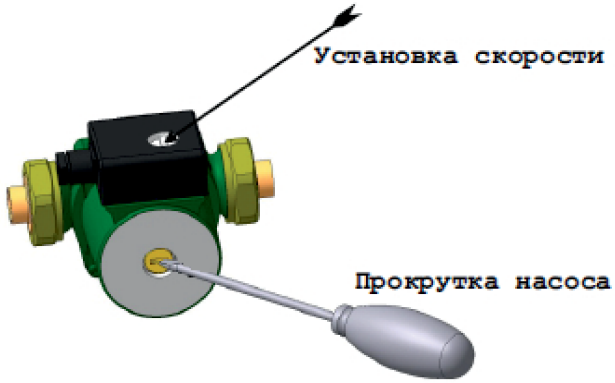

Рисунок 36. Схема обслуживания насоса.
8.4 В начале отопительного сезона перед запуском прибора необходимо проверить, не заблокирован ли вал циркуляционного насоса отложениями или накипью. Для этого отвинтите защитный колпачок и с помощью отвертки поверните вал двигателя в направлении стрелки, указанной на насосе (рис. 36). Установите защитный колпачок на место. Первый пуск насоса проведите на максимальной скорости. Работа может быть выполнена без привлечения специалиста сервисного центра.